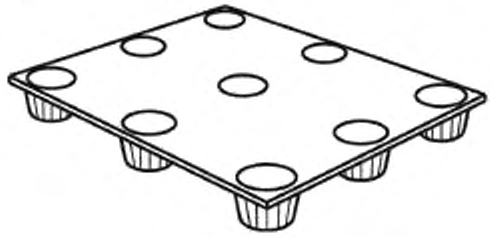

Рисунок 15 — Поддон гнездовой
3.15 **гнездовой поддон:** Плоский поддон, имеющий на верхнем настиле углубления (гнезда), в которые могут вставляться опоры аналогичного поддона при штабелировании пустых поддонов (см. рисунок 15).